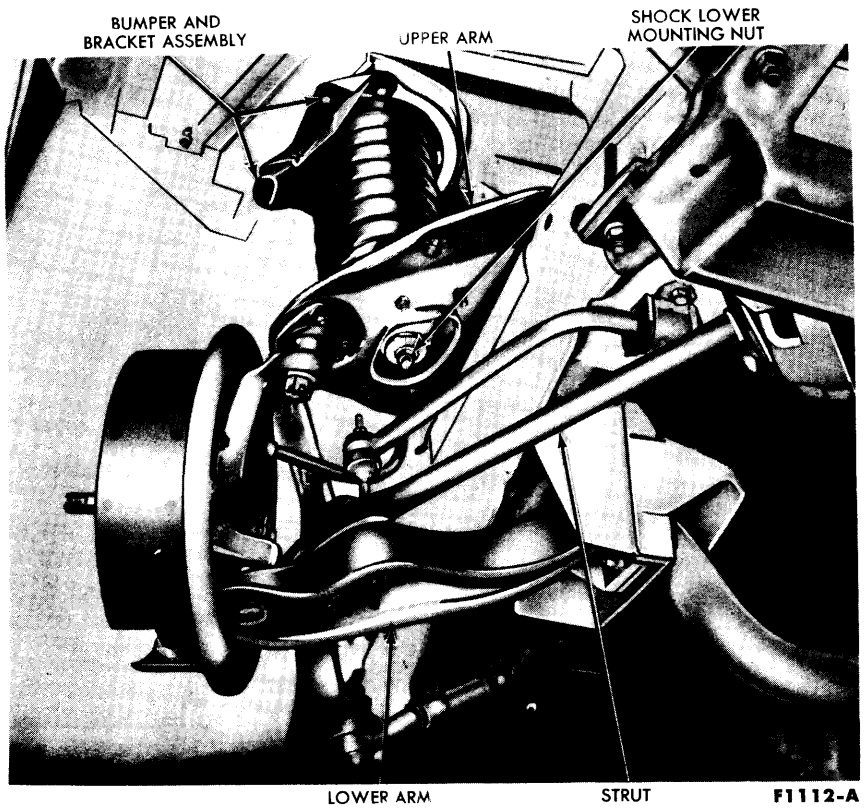

FIG. 1—Front Suspension
For necessary hoisting and jacking procedures, see Part 11-1. The 1962 Thunderbird front suspension is shown in Fig. 1. **Whenever any part of the front suspension has been removed and installed, front wheel alignment must be checked.**
2. Disconnect the lower end of the shock absorber from the spring lower seat by removing the retaining nut washer and insulator (Fig. 1).